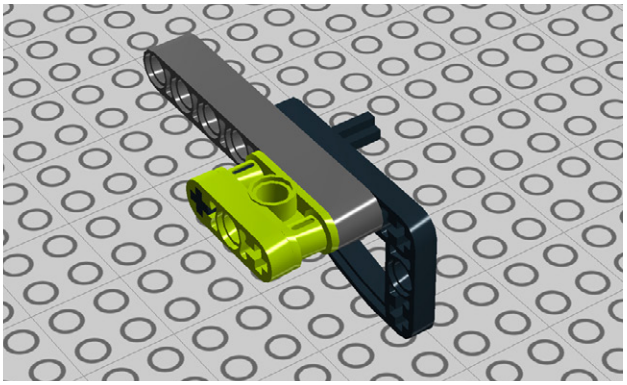

Figure 1-29. *Step 25: Attaching cross block and liftarm*
25. Add a cross block and a 3M liftarm on the back, as shown in Figure 1-29.